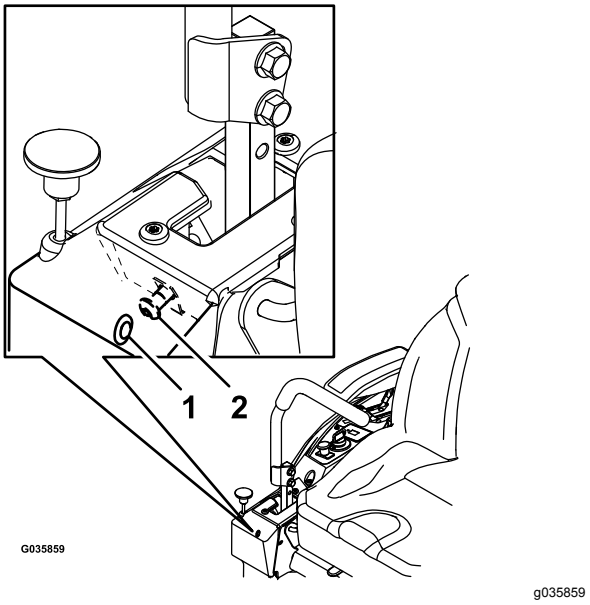

Figure 55
6. Si la machine se déporte à droite, insérez une clé hexagonale de 3/16 po dans le trou d'accès du panneau de couvercle avant droit et tournez la vis de réglage de l'alignement dans le sens horaire ou antihoraire pour ajuster la course du levier (Figure 55).
7. Si la machine se déporte à gauche, insérez une clé hexagonale de 3/16 po dans le trou d'accès du panneau de couvercle avant droit et tournez la vis de réglage de l'alignement dans le sens horaire ou antihoraire pour ajuster la course du levier (Figure 55).